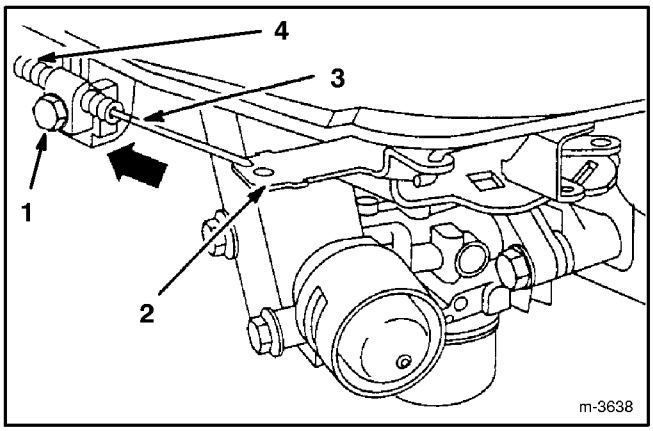

**Abbildung 19**
**2.** Die Kabelklemmschraube lösen, bis der Gaszug rutscht (Abb. 19).
**3.** Reglerhebel, Gaszug und Gehäuse so weit wie möglich in Pfeilrichtung bewegen (Abb. 19).